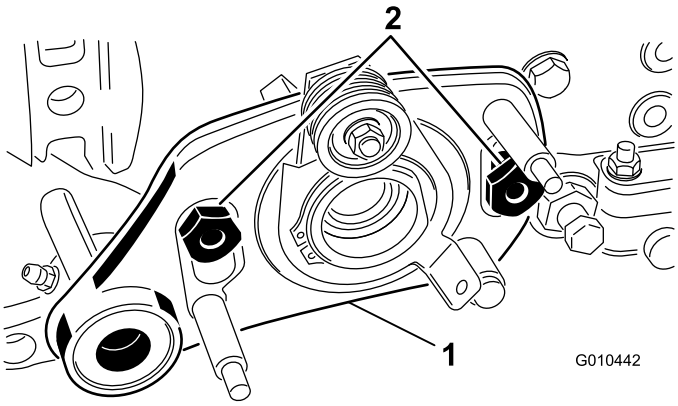

**Figura 35**
8. Retire las 2 tuercas de cuello largo que sujetan el conjunto de transmisión del acondicionador a los adaptadores de la placa lateral (Figura 35).